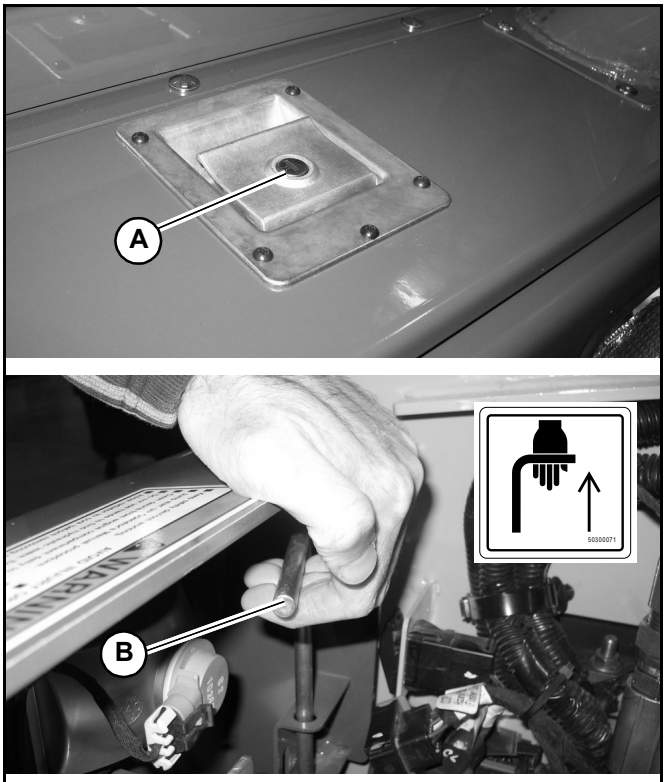

Fig. 83 – Engine Access
1. Use the ignition key to unlock the latch (A, Fig. 83) on the top engine compartment cover. Pull up on the latch and lift the cover.